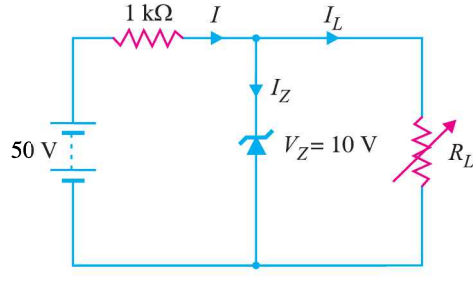

Fig. 6.80
15. In the circuit shown in Fig. 6.80, determine the range of R_L that will result in a constant voltage of 10 V across R_L. **[250 Ω to 1.25 kΩ]**